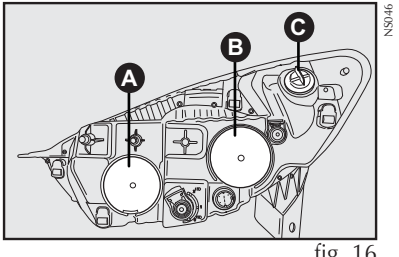

fig. 16
- Retirar a tampa **A-fig. 16** puxando-a;
- Recolocar a tampa **A-fig. 16**.
- Retirar a tampa **B-fig. 16** puxando-a;
- Recolocar a tampa **B-fig. 16**.